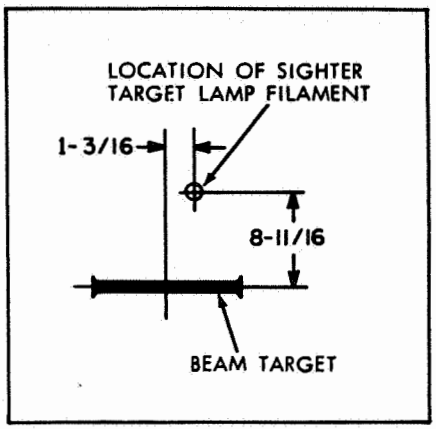

Figure 4-2. Location of Screen Targets
c. On the flat white screen, locate a beam target at the same height as the signal axis as shown in Figure 4-2.
d. Place a small filament lamp at the location of the sighter target illustrated in Figure 4-2. This lamp may be in front of the screen or located behind a 1/2" dia. hole through the screen.